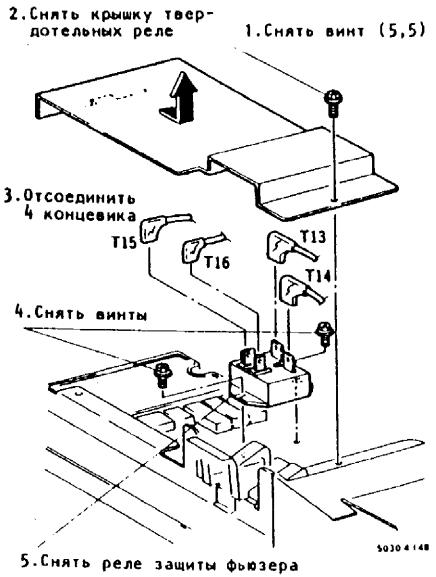

Рис.2. Снятие реле защиты фьюзера
5. (Рис.2): Снять реле защиты фьюзера.